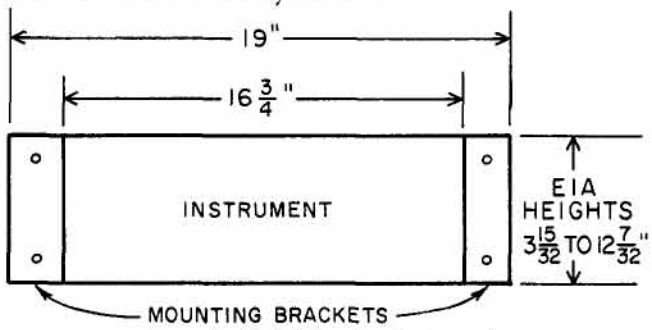

Figure 1. Rack Mounting Instrument.
1. Those units which, by reason of control panel area, volume, and thermal dissipation, lend themselves to the full EIA rack width. This class is directly mountable in racks through the addition of the two brackets and a filler-strip which are provided. Or, if preferred the included feet and tilt-stand may be attached for bench use. See Figure 1.